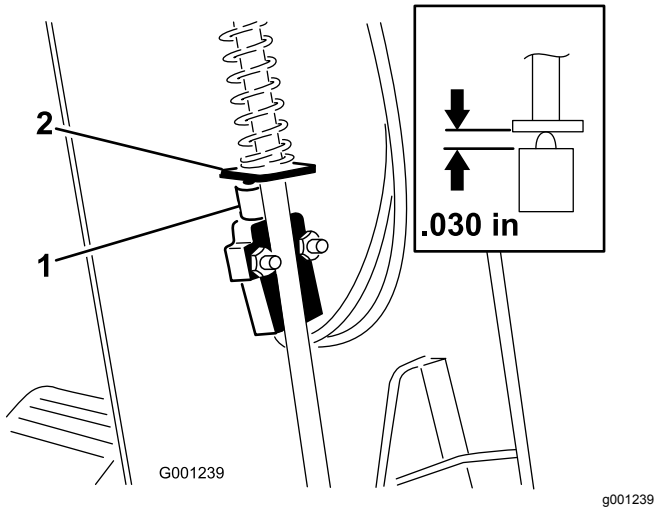

Figur 73
3. Skub kappen op ad ratakslen for at blotlægge kontakten til parkeringsbremsen (Figur 73).
5. Tilret pladen til parkeringsbremsestangen med kontaktstemplet (Figur 73)
6. Tryk parkeringsbremsestangen ned, og tryk op på kontakten, indtil den komprimerede længde af kontaktstemplet er 0,7 mm. Se Figur 73.